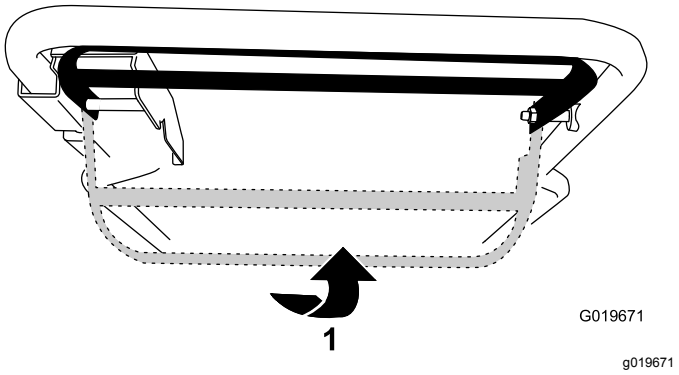

Figuur 18
- Gebruik de zelfaandrijving zonder de maaimessen in te schakelen door de bedieningsstang omhoog te trekken naar de hendel (Figuur 18).
- Gebruik de zelfaandrijving en schakel de maaimessen in door de bedieningsstang geheel naar rechts te schuiven en omhoog te trekken naar de hendel (Figuur 18).